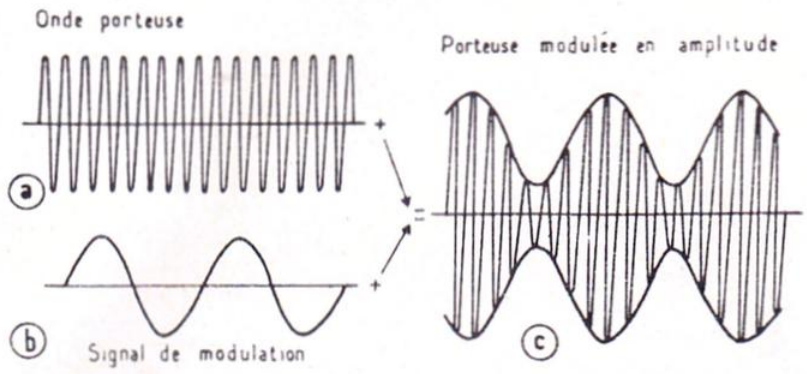

Fig. 3 : Principe de la modulation en amplitude (A.M.) d'une porteuse haute-fréquence (H.F.).
Le principe de la modulation d'amplitude d'une porteuse H.F. est schématisé figure 3, où, en (a) on remarque la porteuse H.F. engendrée au niveau des circuits de l'émetteur ; en
S.S.B. (de l'anglais « Single Side Band »). Il s'agit du procédé dit « à bande latérale unique » appelé encore BLU, qui a (comme dans le cas présent) recours à une modulation d'amplitude, mais dans lequel, à la fois pour économiser l'énergie nécessaire à l'émission et pour réduire l'encombrement en fréquence, on ne transmet qu'une partie des signaux composant la porteuse modulée (fig. 3).